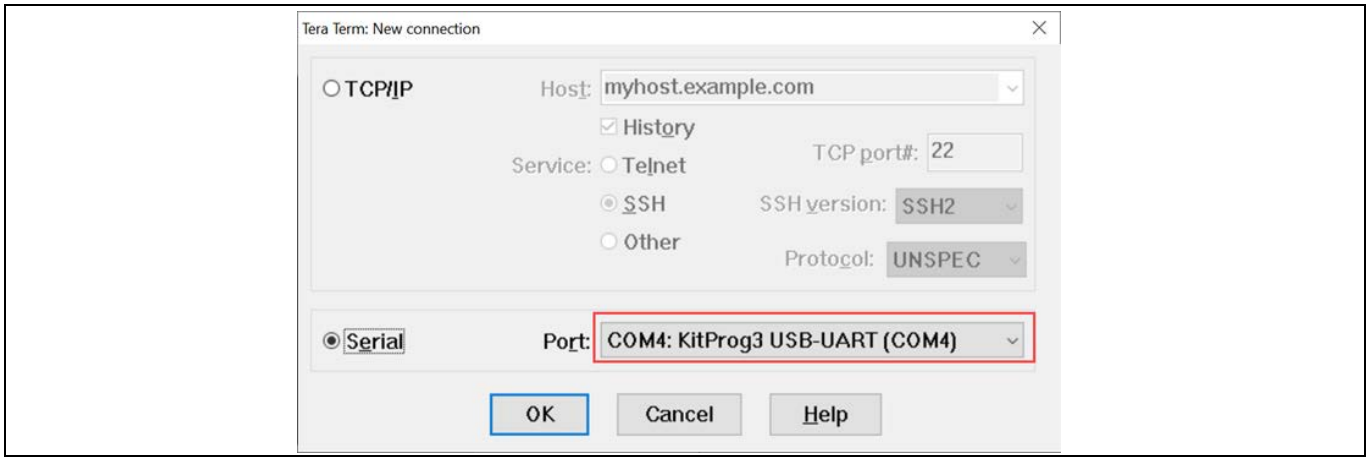

Figure 21　Tera Term での KitProg3 COM ポートの選択
2. Figure 21 に示すように、ターミナル プログラムを開き、KitProg3 COM ポートを選択します。本アプリケーション ノートでは、Tera Term を UART 端末エミュレータとして使用し、結果を表示します。任意の端末を使用して出力を表示できます。